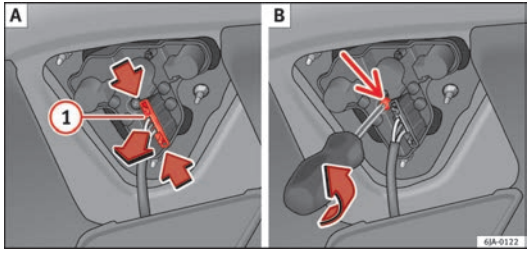

Fig. 169 Remove the bulb holder
– Access the lights by disconnecting the connector (1) ⇒ Fig. 169 A and unscrewing the bulb holder ⇒ Fig. 169 B. Take care not to lose the bulb holder retaining screw.